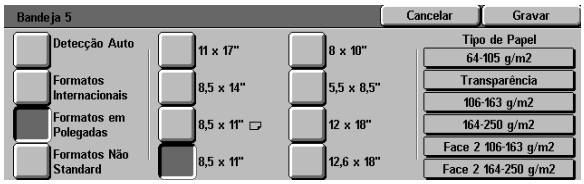

Figura 26: Formatos em Polegadas para a Bandeja 5
- Prima **Formatos em Polegadas** e seleccione um dos formatos normalizados norte-americanos, por exemplo 8,5 x 11 ou 11 x 17 polegadas, tal como ilustrado na Figura 26.